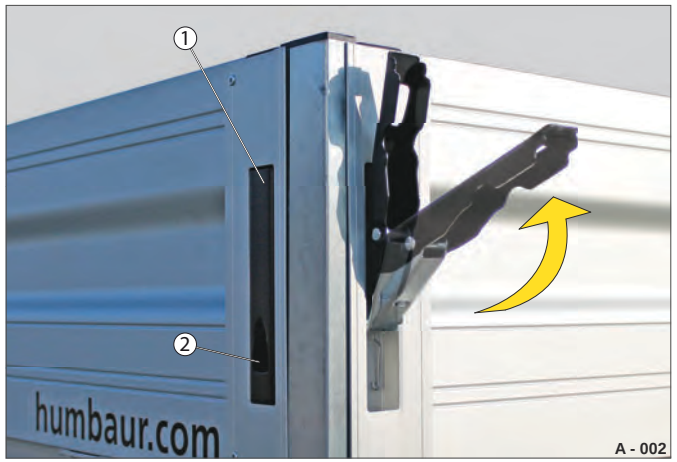

Fig. 7 Afdækket lukkeanordning (STARTRAILER, HA, HT)
▶ Tag fat i gribeåbningen (Fig. 7 /2).
▶ Træk grebet (Fig. 7 /1) opad.